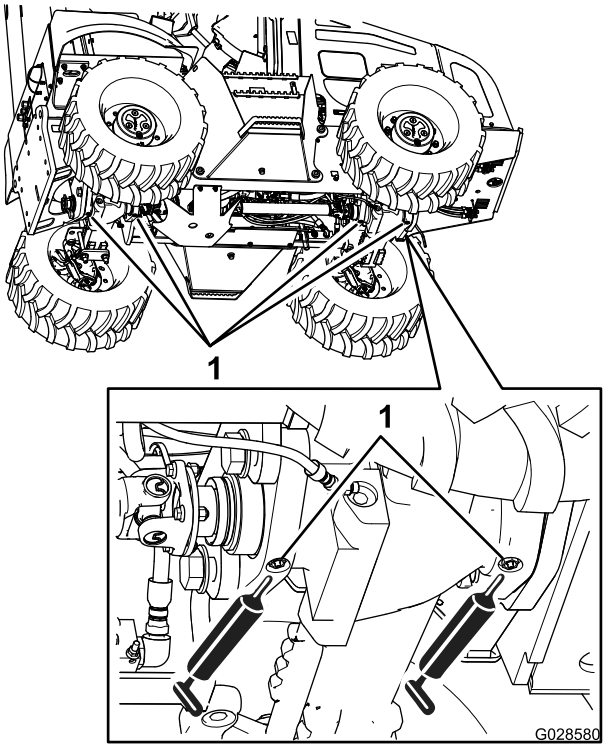

Figure 56
3. Raccordez une pompe à graisse aux graisseurs des pivots d'inclinaison d'essieu avant et arrière, et injectez 2 ou 3 jets de graisse dans chaque graisseur (Figure 56).